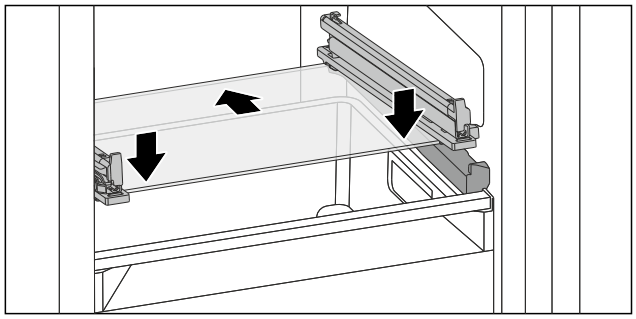

Fig. 134 Placa de sticlă a sertarului înclinabil
▶ Așezați placa de sticlă oblic în spatele opritoarelor. (vezi Fig. 134)